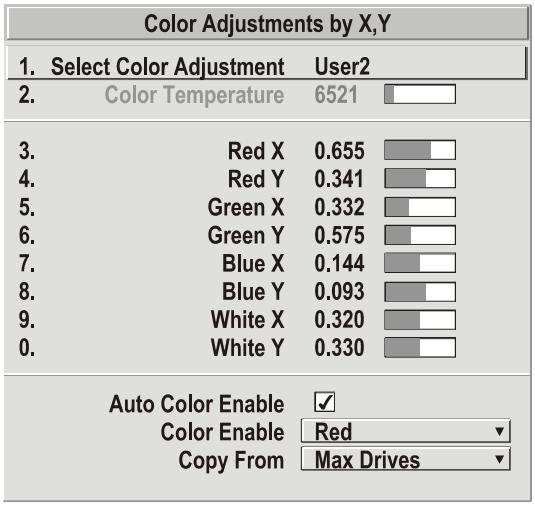

***Figure 3.10. Customize Color***
**COLOR ADJUSTMENT BY X,Y:** Use this submenu if you want to create, alter or copy a color gamut (i.e., "color adjustment"). Controls in this menu define the precise hue of each primary color component (red, green, blue, and white) used to generate the millions of colors produced in displays. The x/y coordinates for each color define its location on the standard CIE chromaticity graph (see Figure 3.10)—changing either or both of these numbers will change the hue of the color, and relocate the "triangle" for possible colors. For example, changing the x/y coordinates for red may move the color closer to orange or closer to violet, which will in turn affect all displayed colors having a red component. Adjust the slide bars or enter new specific coordinates as desired to define or change up to four "User" color gamuts needed for your environment and applications. Apply at any time in the *Advanced Image Settings* menu.